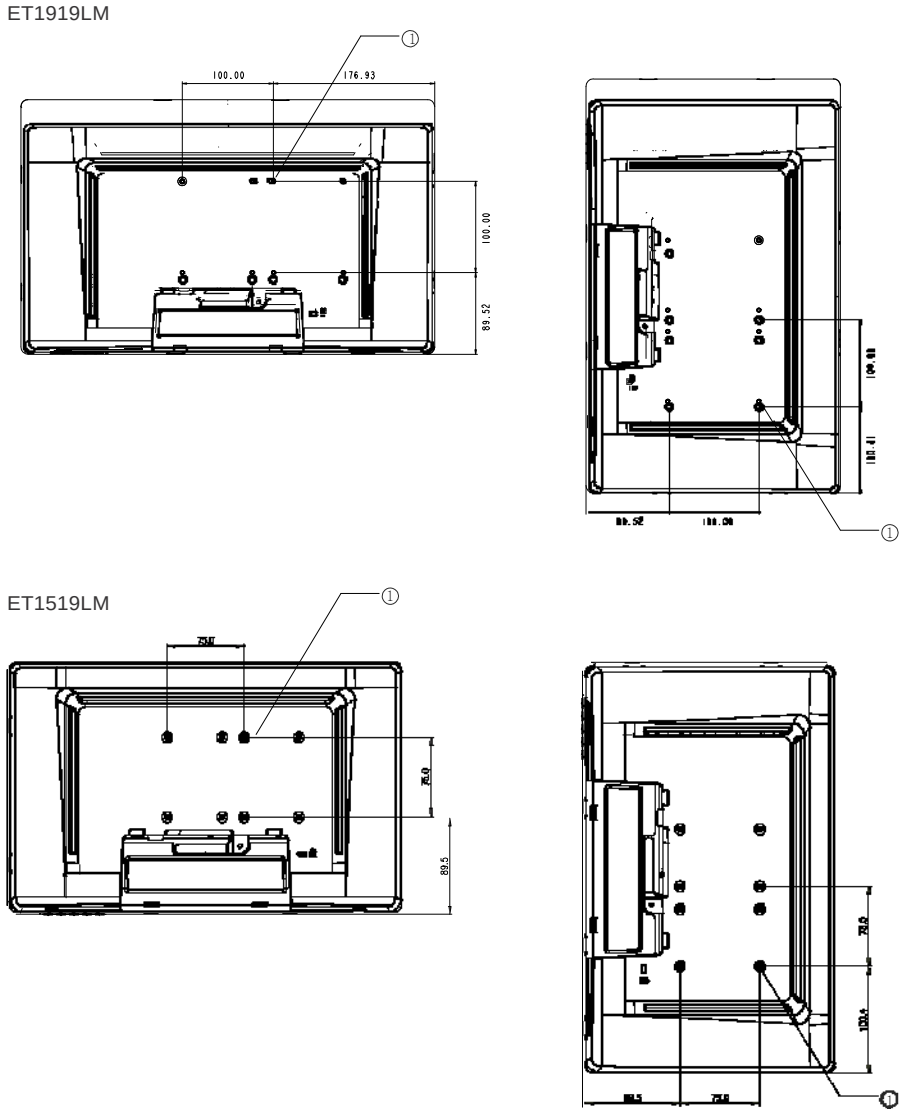

Figura 2-1 : Posizione dell'interfaccia di montaggio VESA,senza piedestallo
1 Se lo schermo è già collegato ad un piedestallo, togliere le quattro viti che collegato il piedestallo al display (vedi *Figura 2-1* , articolo ①). Staccare il piedestallo dal display.